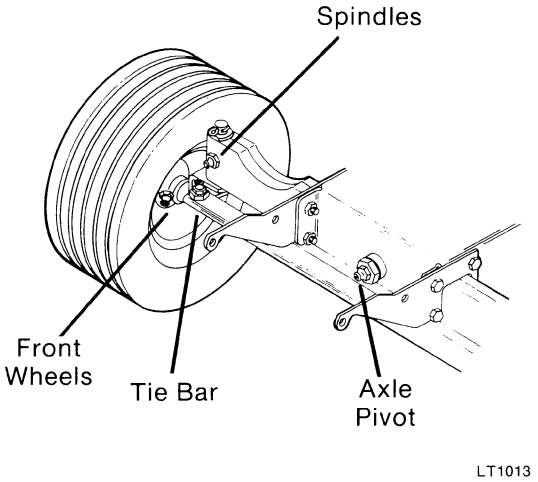

FIG. 2
2. GREASE - Every 25 operating hours grease the following lubrication points with NLGI Grade 2 Lithium base EP grease (Ford 1T-M1C137-B). Reference (Figs. 2 and 3).
a. Front Wheels - one fitting located on insides of each front wheel. (Fig. 2)
b. Tie Bar - one fitting on both ends. (Fig. 2)
c. Spindles - one fitting on both ends of front axle. (Fig. 2)
d. Axle Pivot - one fitting in center of axle. (Fig.2)